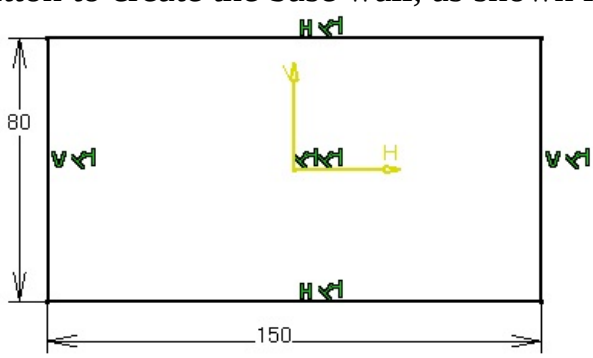

Figure 15-148 *Sketch of the base wall*
b. Draw the sketch for the base feature and then convert it into a base wall by using the **Wall** tool, refer to Figures 15-148 and 15-149.
2. Draw the sketch of the base feature, as shown in Figure 15-148, and then exit the **Sketcher** workbench.